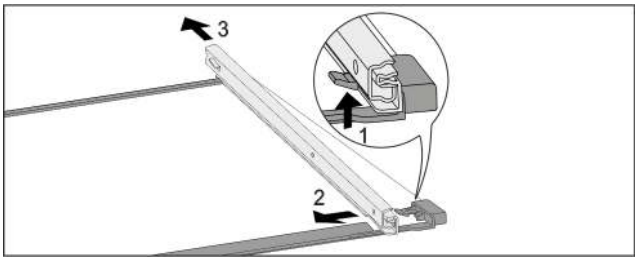

Fig. 195 Glass shelf with rails
▶ Push up front click-in hooks. *Fig. 195 (1)*
▶ Slide pull-out rails to the side *Fig. 195 (2)* and backwards *Fig. 195 (3)*.